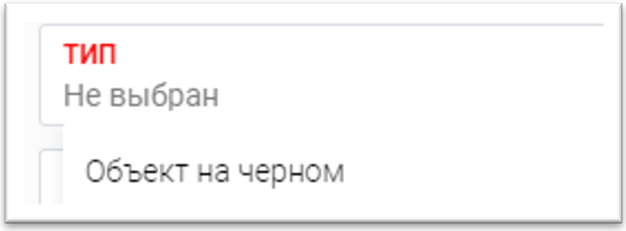

Рисунок 18 - Заполнение строки «Тип» заявки
5.4. Заполнение строки «Тип» заявки. (Рис. 18).